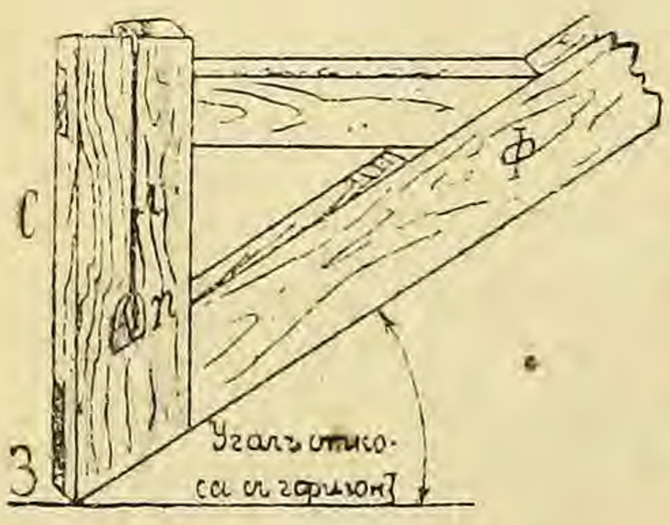
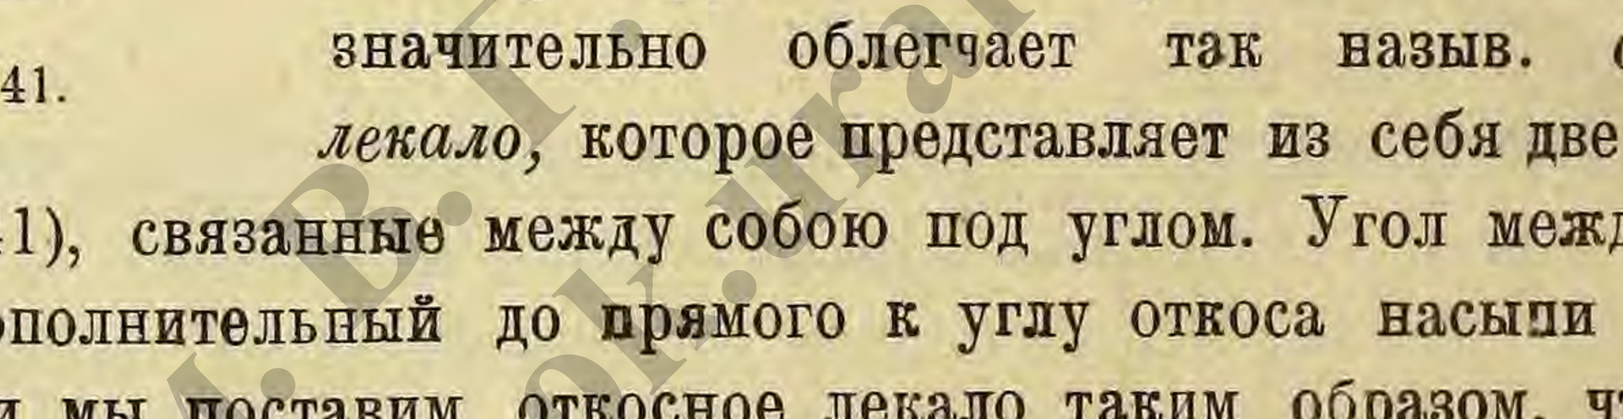

Рис. 241.
Рис. 242.
3. *Насыпь на косогоре.* При взгляде на чертеж насыпи на косогоре (рис. 242) видим, что вышеуказанные способы здесь неприменимы, так как расстояния от оси в гору и под гору не одинаковы, и тем больше эта разница, чем косогор круче. Разбивку насыпи на косогоре значительно облегчает так назыв. *откосное лекало,* которое представляет из себя две доски *С* и *Ф* (рис. 241), связанные между собою под углом. Угол между этими досками — дополнительный до прямого к углу откоса насыпи с горизонтом. Если мы поставим откосное лекало таким образом, что доска его *С* будет вертикальна, тогда нижняя грань наклонной доски даст нам направление откоса. Чтобы ставить доску *С* вертикально, к ней
Имея такой прибор, разбивку насыпи производим следующим образом. Предположим, что красная отметка насыпи = *ОА* (рис. 242)
Вправо (в гору) от оси полотна откладываем по *горизонтальному направлению* $ТН = 1{,}3^с$ (половины ширины полотна). В точке $Н$ забиваем кол, высотою равный высоте будущей насыпи в этом месте; таким образом вершина этого кола $М$ будет, как это видно из чертежа, лежать на бровке откоса будущей насыпи. Остается лишь приложить откосное лекало, как это указано на рис. 242, и там, где оно упрется в землю, забить колышек $З$, который и будет пределом работ. Являются вопросы: 1) как откладывать расстояние по горизонтальному направлению и 2) как узнать высоту кола $МН$, которая не будет равна, как видим, красной отметке?
Под гору (влево) дело сложнее. Если бы мы захотели забить кол до высоты насыпи $М_1$ (рис. 242), то это сделать здесь было бы труднее, так как высота значительно больше, да и откосное лекало должно иметь очень длинную доску. Поступаем иначе. От оси $О$ откладываем по горизонтальному направлению $ОВ = {}^1/_2$ ширины полотна $+ ВН_1$ (заложение откоса для высоты $М_1Н_1$), а так как $М_1Н_1 = АО$ (т.-е. красной отметке), то заложение $ВН_1$ будет для полуторного откоса $= {}^3/_2 АО$, а вся длина $ОВ =$ половине ширины полотна $+ {}^3/_2 АО$. Под точкою $В$, намеченной таким образом на будущем откосе насыпи, забиваем кол высотою $ВЕ$, чтобы его вершина лежала в точке $В$, т.-е. на предполагаемом откосе. Это достигается рейкою и уровнем, как было указано выше. Затем остается только продолжить линию